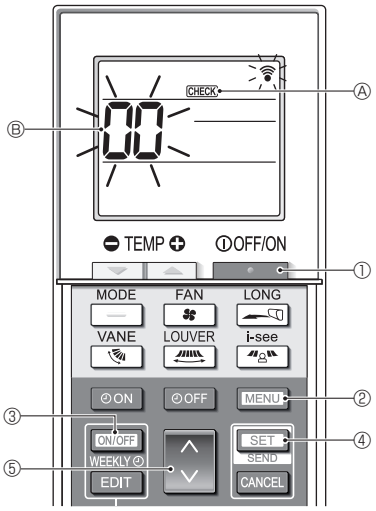

Fig. 7-6
7.3.2. Trådløs fjernstyring (Fig. 7-6)
■ **Selvkontrol (Fig. 7-6)**
1. Tryk på [ ]-knappen ① for at stoppe klimaanlægget.
- Hvis ugetimeren er aktiveret (WEEKLY er slået til), skal du trykke på [ON/OFF WEEKLY]-knappen ③ for at deaktivere den (WEEKLY er slået fra).
2. Tryk på [MENU]-knappen ② i 5 sekunder.
3. Tryk på [◇]-knappen ⑤ for at vælge køleadressen (M-NET-adresse) Ⓑ for den indendørs enhed, som du vil udføre selvkontrol for.
4. Tryk på [SET]-knappen ④.
5. Tryk på [ ]-knappen ①.